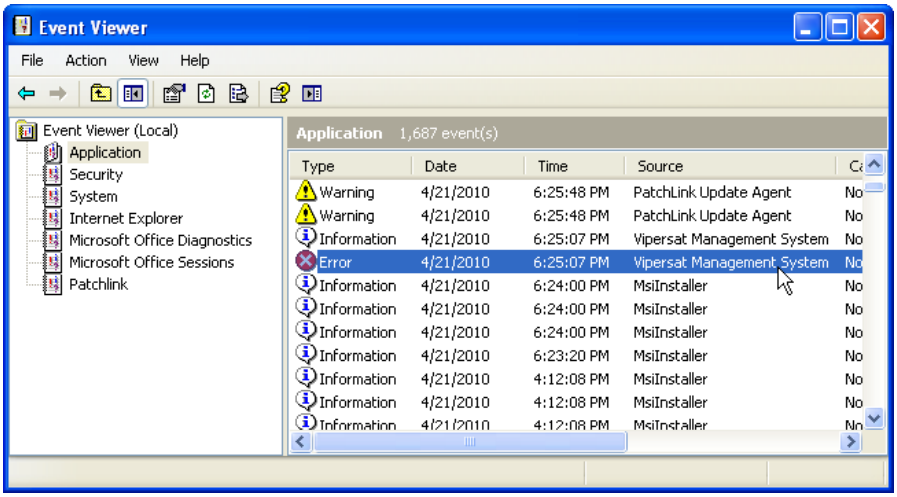

Figure 2-35 Application Error, Event Viewer
2. Select **Applications** and look through the list for the appearance of an Error Type for Vipersat Management System, as shown in figure 2-35.